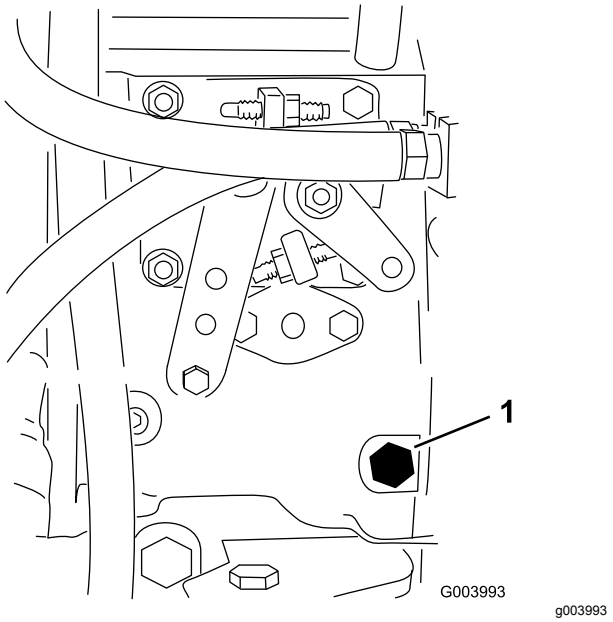

Figur 30
3. Öppna avluftarskruven på bränsleinsprutningspumpen (Figur 30) med en 12 mm nyckel.